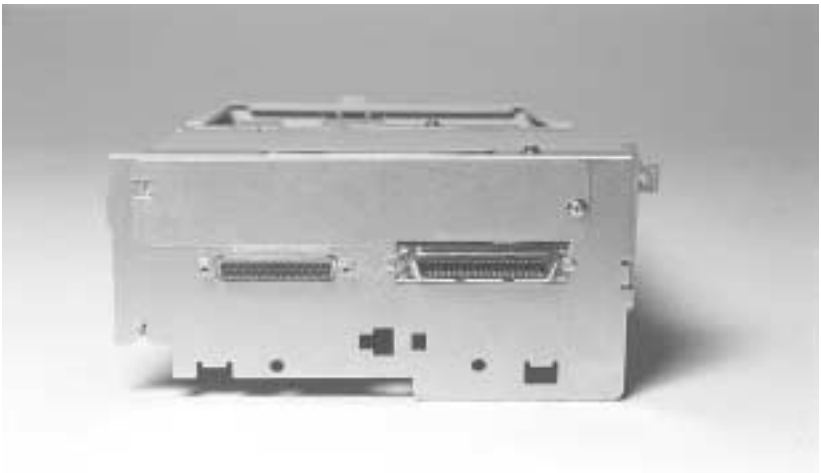

Figure 6-25b Interface Connector Support Screws (LaserJet 4)
5 Remove the (4) Interface Connector Support Screws from the rear of the Formatter Cover. The RS-232 connector is held with 5mm hex-head cap screws (see Figure 6-25b, callout *1*). The parallel connector (see Figure 6-25b, callout *2*.) is held in place with Phillips screws.